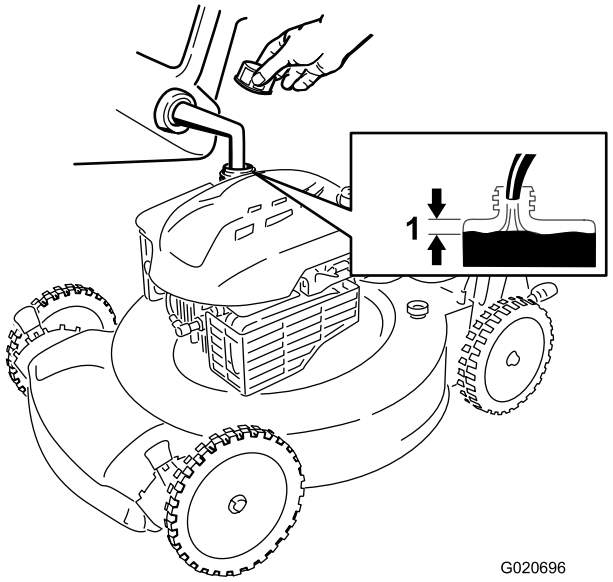

Figura 9
1. Pulite l'area intorno al tappo del serbatoio del carburante e togliete il tappo (Figura 9).